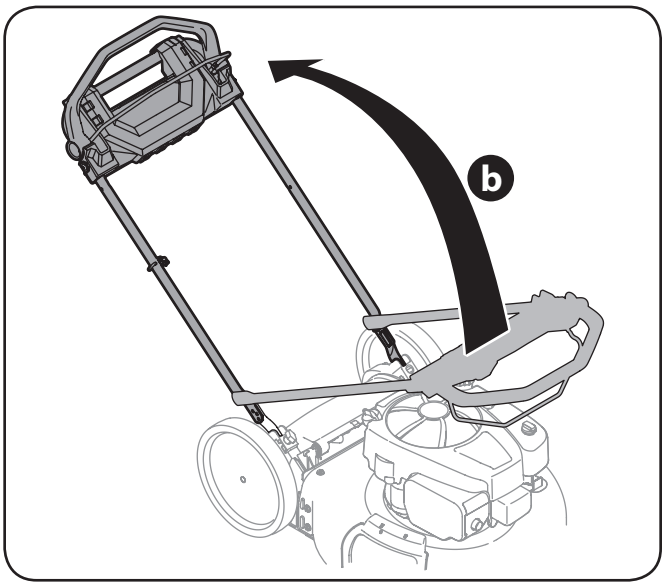

Figura 3-2
b. Si bien la estabilización de cortacésped por lo que no se mueve, pivote asa superior como se muestra en Figura 3-2. No engarzado cable mientras levanta la palanca hacia arriba y asegurarse de que van en la parte exterior de la manija.